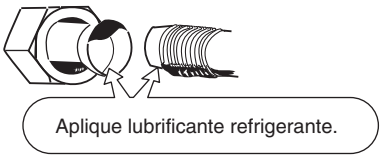

Fig. 5-4
(1) Aplique uma tampa de vedação ou fita impermeável para impedir que a poeira ou água entrem nos tubos antes que os mesmos sejam utilizados.
(2) Certifique-se de que aplica lubrificante refrigerante (óleo etéreo) no interior da porca afunilada antes de efectuar as ligações da tubagem. Isso é eficaz para reduzir vazamentos de gás. (Fig. 5-4)